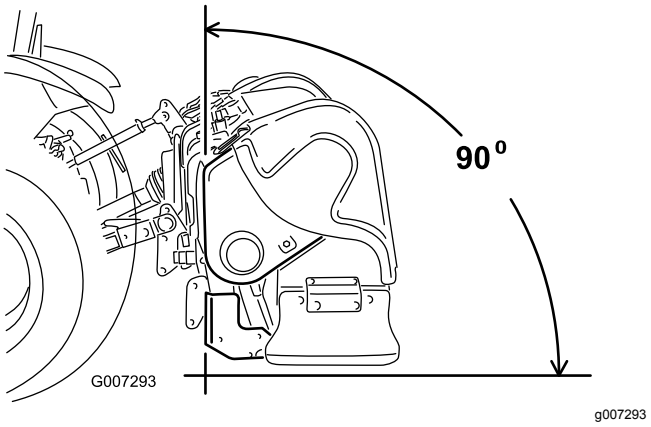

**Figur 7**
**Obs:** Luftarens framparti måste vara vertikalt under körning för att luftningshålen ska bli av så god kvalitet som möjligt (Figur 7). Justera den övre länken för att styra denna vinkel. Mer information finns i Arbetstips (sida 25).